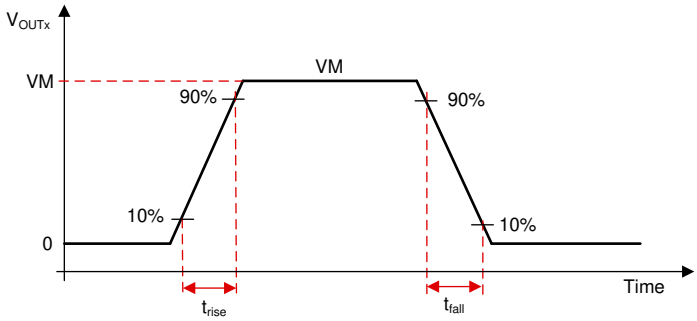

**图 41. Slew Rate Timings**
The slew rate of each half-bridge can be adjusted by HBX_SR bits in Slew Rate control register (SR_CTRL_1 and SR_CTRL_2). Each half-bridge can be selected to a slew rate of 0.6-V/µs or 2.5-V/µs. The slew rate is calculated by the rise-time and fall-time of the voltage on OUTx pin as shown in 图 41. The slew rate (SR) is calculate as shown in